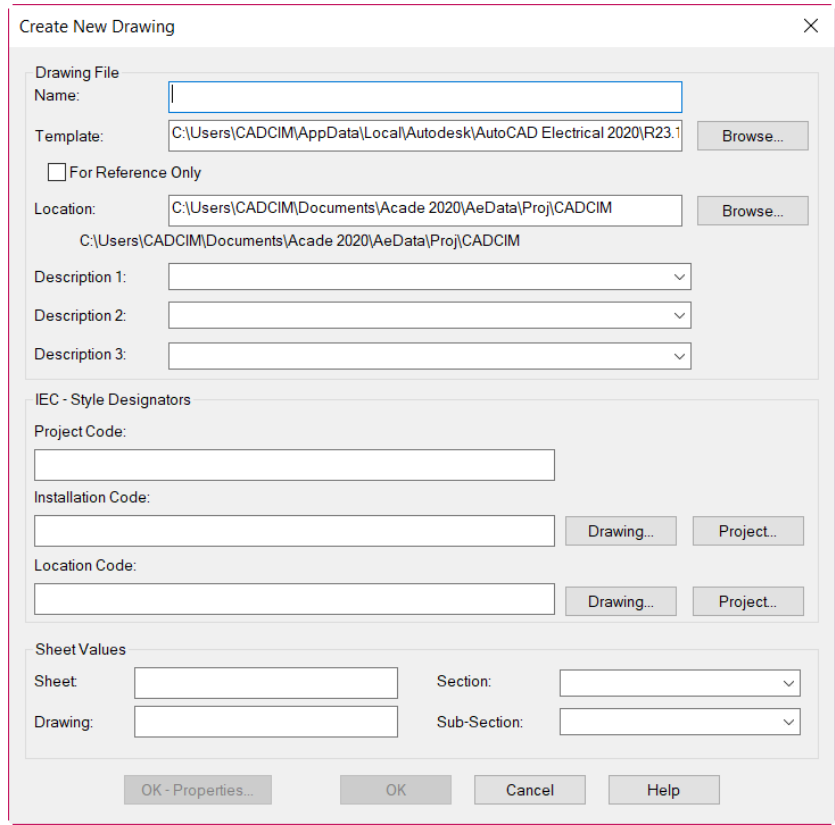

Figure 2-60 *The* ***Create New Drawing*** *dialog box*
1. In the **PROJECT MANAGER**, choose the **New Drawing** button; the **Create New Drawing** dialog box is displayed, as shown in Figure 2-60.